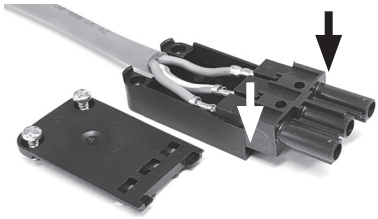

**Fig. 11**
2. Press the middle part firmly into the bottom part until it snaps in. Pay attention to the correct orientation of the middle part - see Fig. 11.